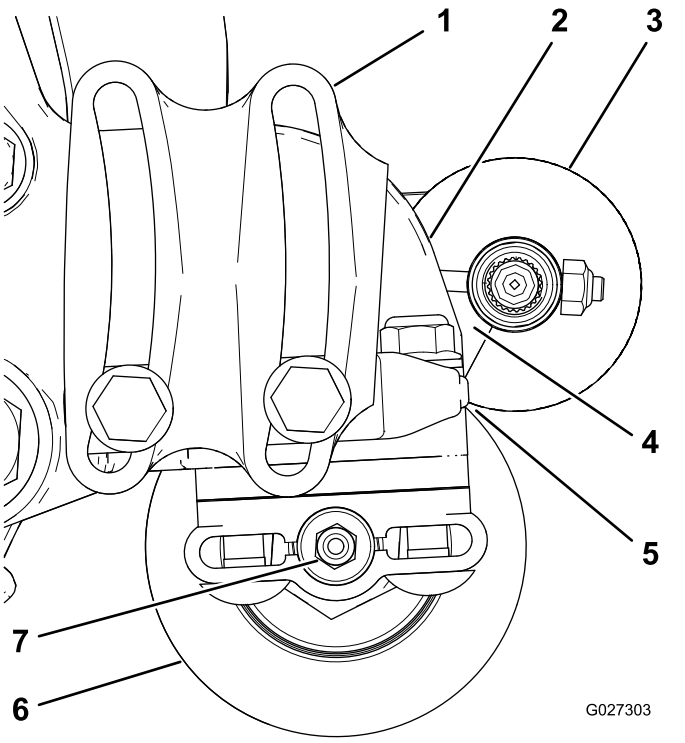

Рисунок 14
2. Расположите щетку катка так, чтобы она только слегка соприкасалась с задним катком (или слегка опиралась на него) (Рисунок 14).